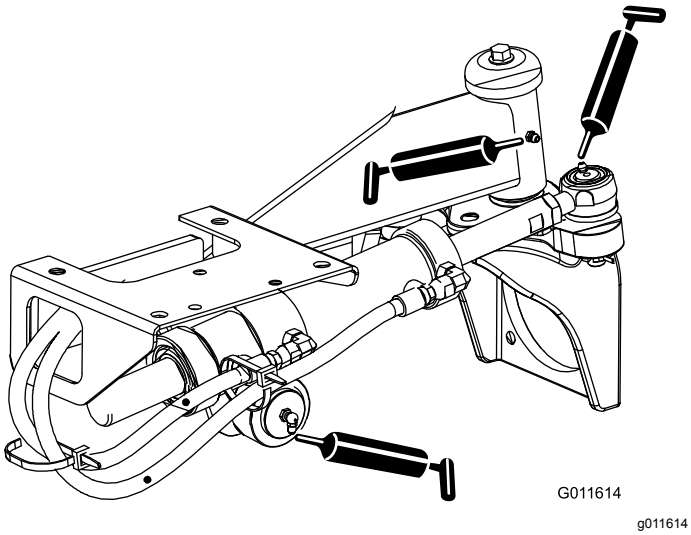

Figur 33
- Styretøjscylinderens kugleled (2) og bagaksel (1)—Figur 33